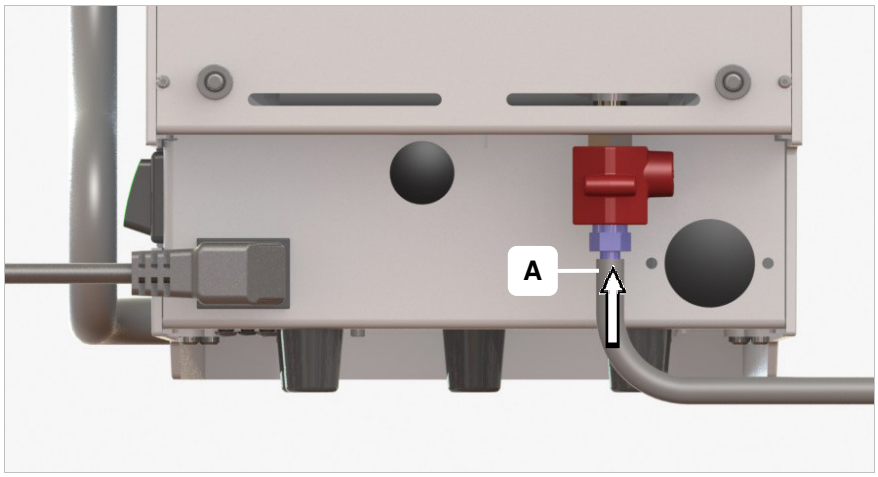

Figure 6.4.3: Connecting the maintenance hose to the ball valve
3. Connect the maintenance hose (scope of delivery) on the connection pipe of the ball valve (Figure 6.4.3).